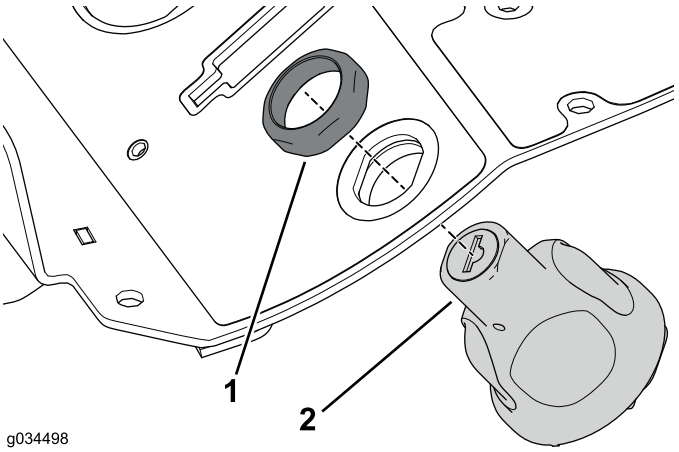

Figura 13
4. Retire la tuerca de retención del interruptor de encendido para retirarlo de la consola (Figura 13).